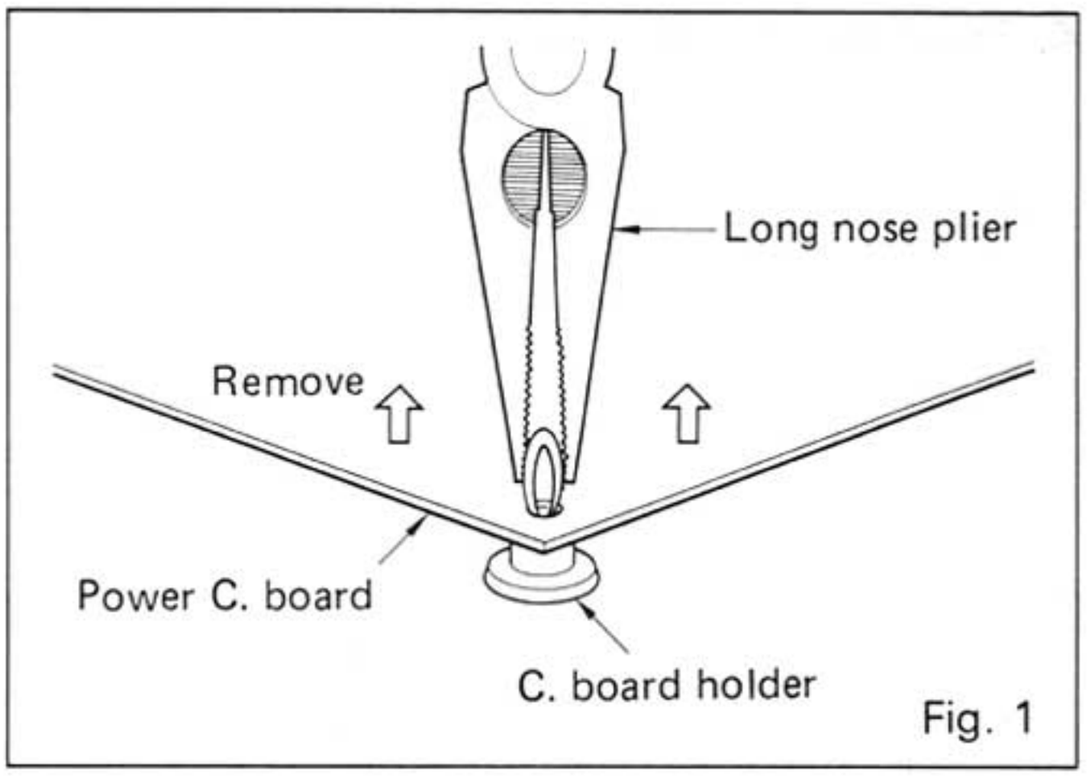

Fig. 1
3) Pinch the hooked end of circuit board holders ① to ④ on each corner of main circuit board by means of Long nose plier and gently lift the corner to remove the main circuit board, as shown Fig. 1.